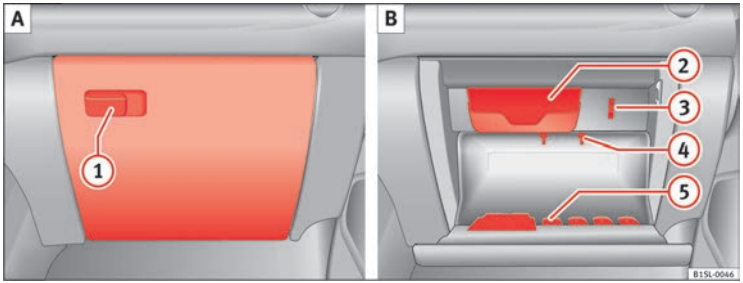

Fig. 73 Storage compartment with cover on the passenger side.
Pull the lever to *open* ⇒ fig. 73 (1).